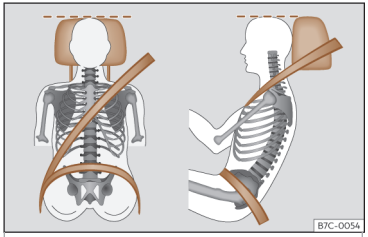

Fig. 7 Nastro della cintura e poggiatesta posizionati correttamente.
- Regolare il poggiatesta portando il suo bordo superiore alla stessa altezza della parte superiore della testa, in nessun caso mai sotto l'altezza degli occhi. Tenere la nuca quanto più vicino possibile al poggiatesta››› **fig. 7**.